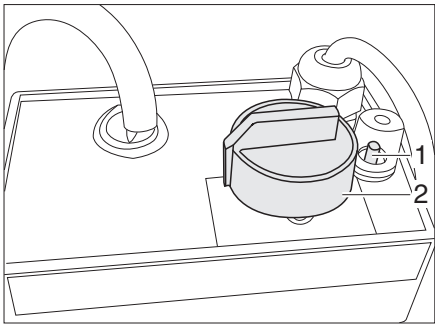

Fig. 110 Regulator for electrical floor warming unit
- Turn the control knob (Fig. 110,2) to the desired heating level.
- Turn the control knob (Fig. 110,2) to the setting "0".
If the regulator is overloaded, the overload protection is actuated. The pin (Fig. 110,1) will trip.
- Press in the pin (Fig. 110,1) at the overload protection when the regulator has cooled down.